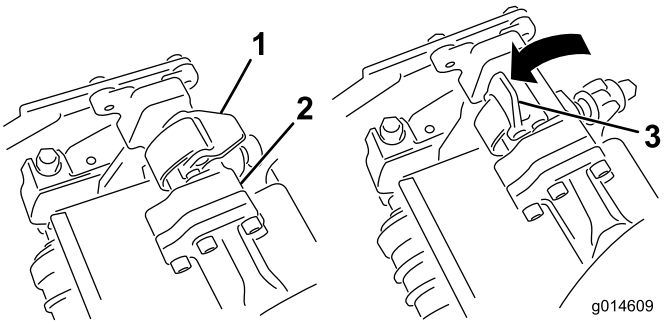
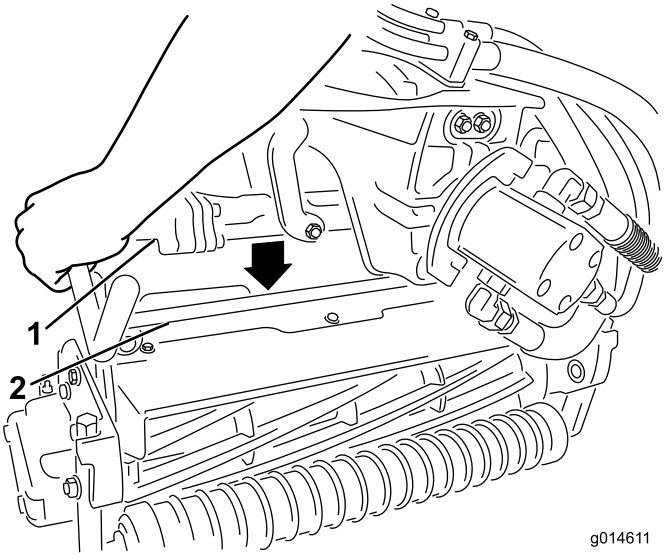

Figure 33
Figure 34
4. Les verrous de la barre de bras de suspension étant orientés en haut (c.-à-d. ouverts) (Figure 33), poussez le bras de suspension vers le bas pour que la barre s'engage sur la barre transversale en haut du plateau de coupe (Figure 34).
5. Fermez les verrous autour de la barre du plateau de coupe et bloquez-les en place (Figure 33).
5. Ouvrez les verrous sur la barre du bras de suspension appartenant au plateau de coupe que vous voulez déposer (Figure 33).